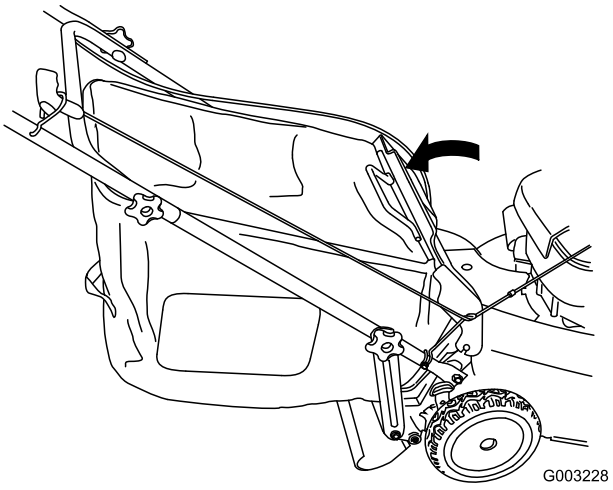

Figur 25
5. Frigjør den bakre luken (Figur 25).